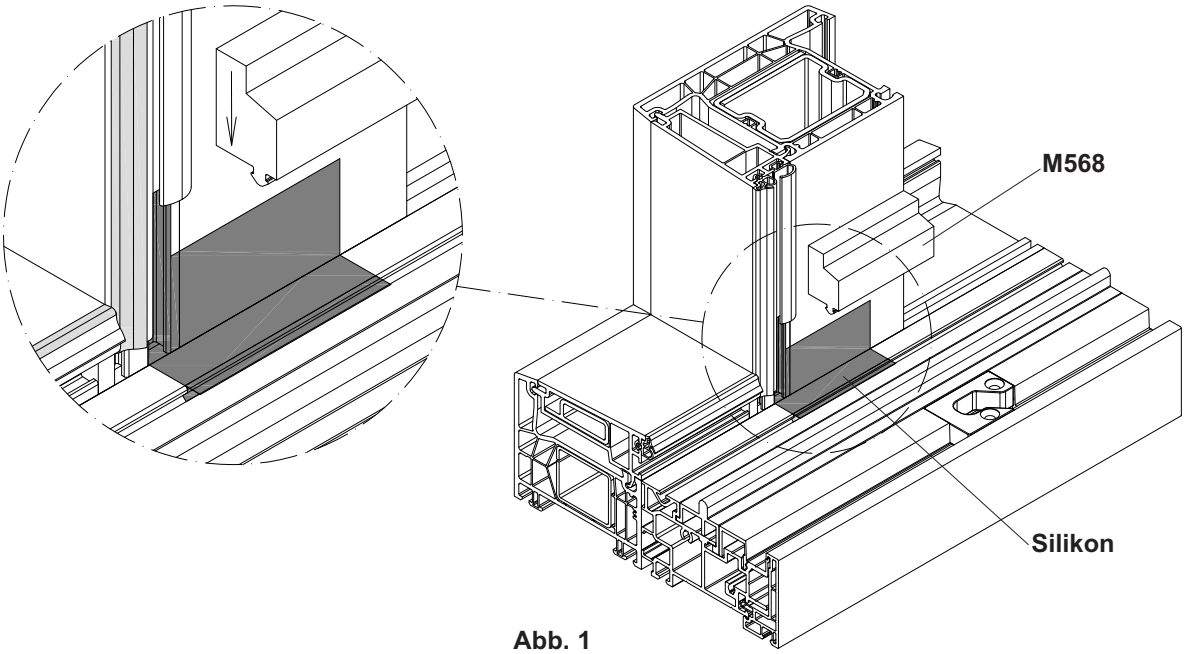

Abb. 1
Bevor der Dichtblock **M568** eingesetzt wird, muss die Aufnahmenut mit Silikon befüllt und die Auflageflächen mit Silikon bestrichen werden, sodass dieser rundherum abgedichtet ist (Abb. 1).
- ① Positionieren Sie den Dichtblock **M568** oben und unten am Pfosten, sodass die innere Dichtungsnut des senkrechten Abdeckprofils **76648** überdeckt wird (Abb. 1).
- ② Die senkrechte Dichtung **G186** leicht aufklappen und stirnseitig mit **M568** dicht verkleben. Hierzu ist der Kleber **KöraPop 225** oder alternativ **C009** zu verwenden.
- ③ Die senkrechte Dichtung **G185** durchlaufend, bis Ende **G185** horizontal einsetzen. Beide Enden in PVC - Nut mit **C009** verkleben (siehe Reg. 2.9.3.3).